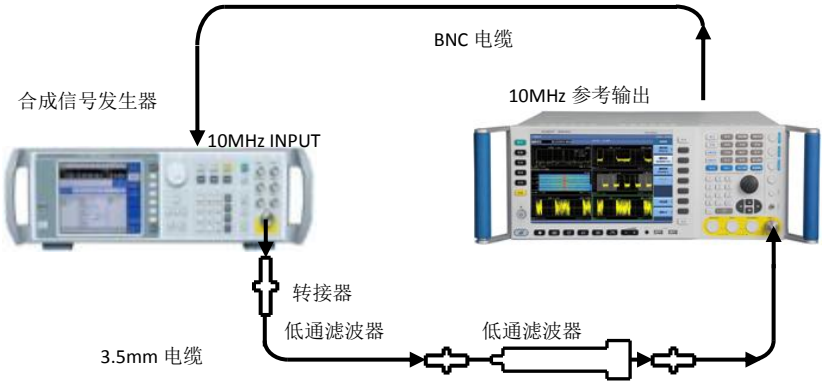

图8.16 二次谐波失真测试示意图
1） 用 500MHz 低通滤波器和 BNC 电缆如图 8.16 连接仪器。复位 4051，由 4051 为合成信号发生器提供频率参考。
7) 如图 8.16 连接仪器，使用 1.6GHz 低通滤波器。
11) 如图 8.16 连接仪器，使用 4GHz 低通滤波器。
15) 如图 8.16 连接仪器，使用 9GHz 低通滤波器。
19) 如图 8.16 连接仪器，使用 26.5GHz 低通滤波器。
23) 如图 8.16 连接仪器，使用 40GHz 低通滤波器。